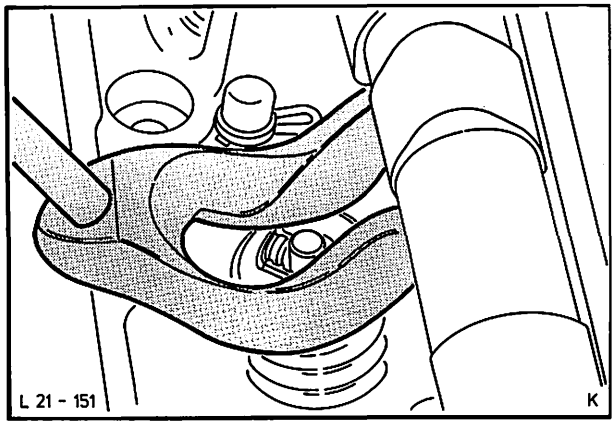

Abb. 223 Montage der Ventilfedern, -teller und -keile mit Spezialwerkzeug 21-005
15. Ventilfedern und -teller aufsetzen, mit Spezialwerkzeug 21-005 zusammendrücken und Ventilkeile montieren, Abb. 223. Schlepphebel einsetzen.